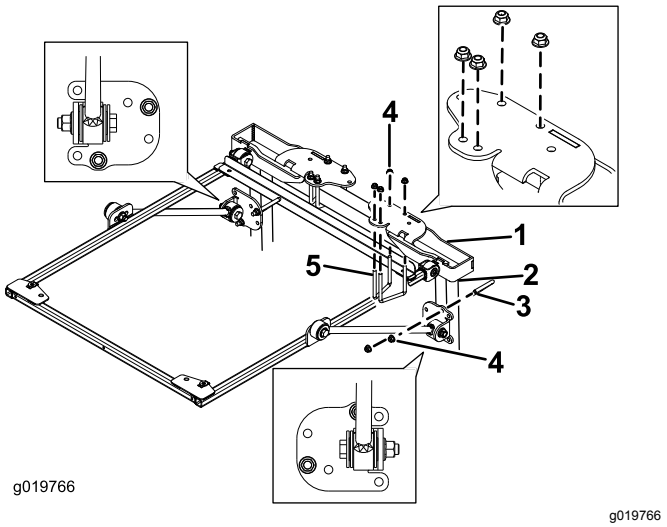

Figur 22
10. Brug de monteringshuller, der er vist i Figur 22, og fastgør hvert af styrtbøjlens monteringsbeslag til toppen af styrtbøjlen med 2 bøjleskruer (2-3/4 tommer) og 4 flangemøtrikker.
11. Brug de monteringshuller, der er vist i Figur 22, og fastgør løst hvert af afstiverbeslagene til styrtbøjlestiverne med en bøjleskrue (4 tommer) og 2 flangemøtrikker.